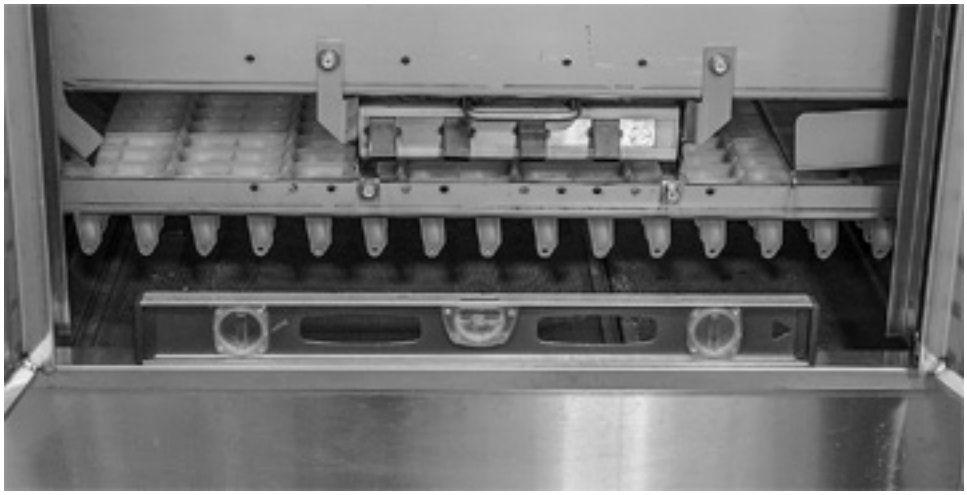

Fig. 3
- Mettez à niveau la section centrale au long de sa longueur en ouvrant les portes et plaçant un niveau entre chacune des portes au long du rail de support du réservoir (Fig. 3). Ne vérifiez pas le niveau à partir du sommet des portes. Ajustez les pieds en les vissant ou les dévissant au besoin pour mettre de niveau.
Les rails de support du réservoir devraient être de niveau sur toute la longueur de la machine (Fig. 3.). Le sections à raccorder devraient être de niveau d'une extrémité à l'autre (Fig. 4).